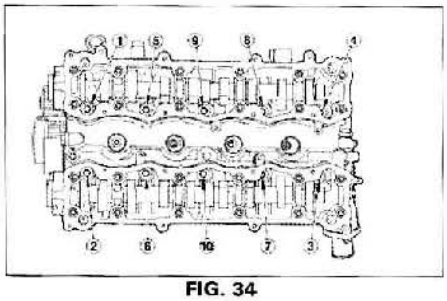

FIG. 34
- los tornillos de culata en el orden indicado **(fig. 34)**.